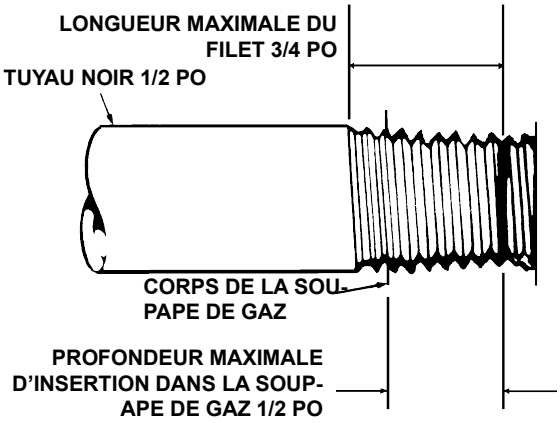

Figure 6. Exigences relatives au raccordement de la soupape de gaz
- Les filets mâles du tuyau qui sera inséré dans la soupape de gaz doivent être conformes aux exigences de la figure 6. S'ils sont plus longs que ceux de la figure, les filets peuvent entraîner la distorsion et la défaillance de la soupape de gaz.
> ⚠ **AVERTISSEMENT :** Si les filets mâles du tuyau inséré dans la soupape de gaz ne sont pas conformes aux exigences de la figure 6, ils risquent d'entraîner une distorsion et une défaillance de la soupape de gaz.